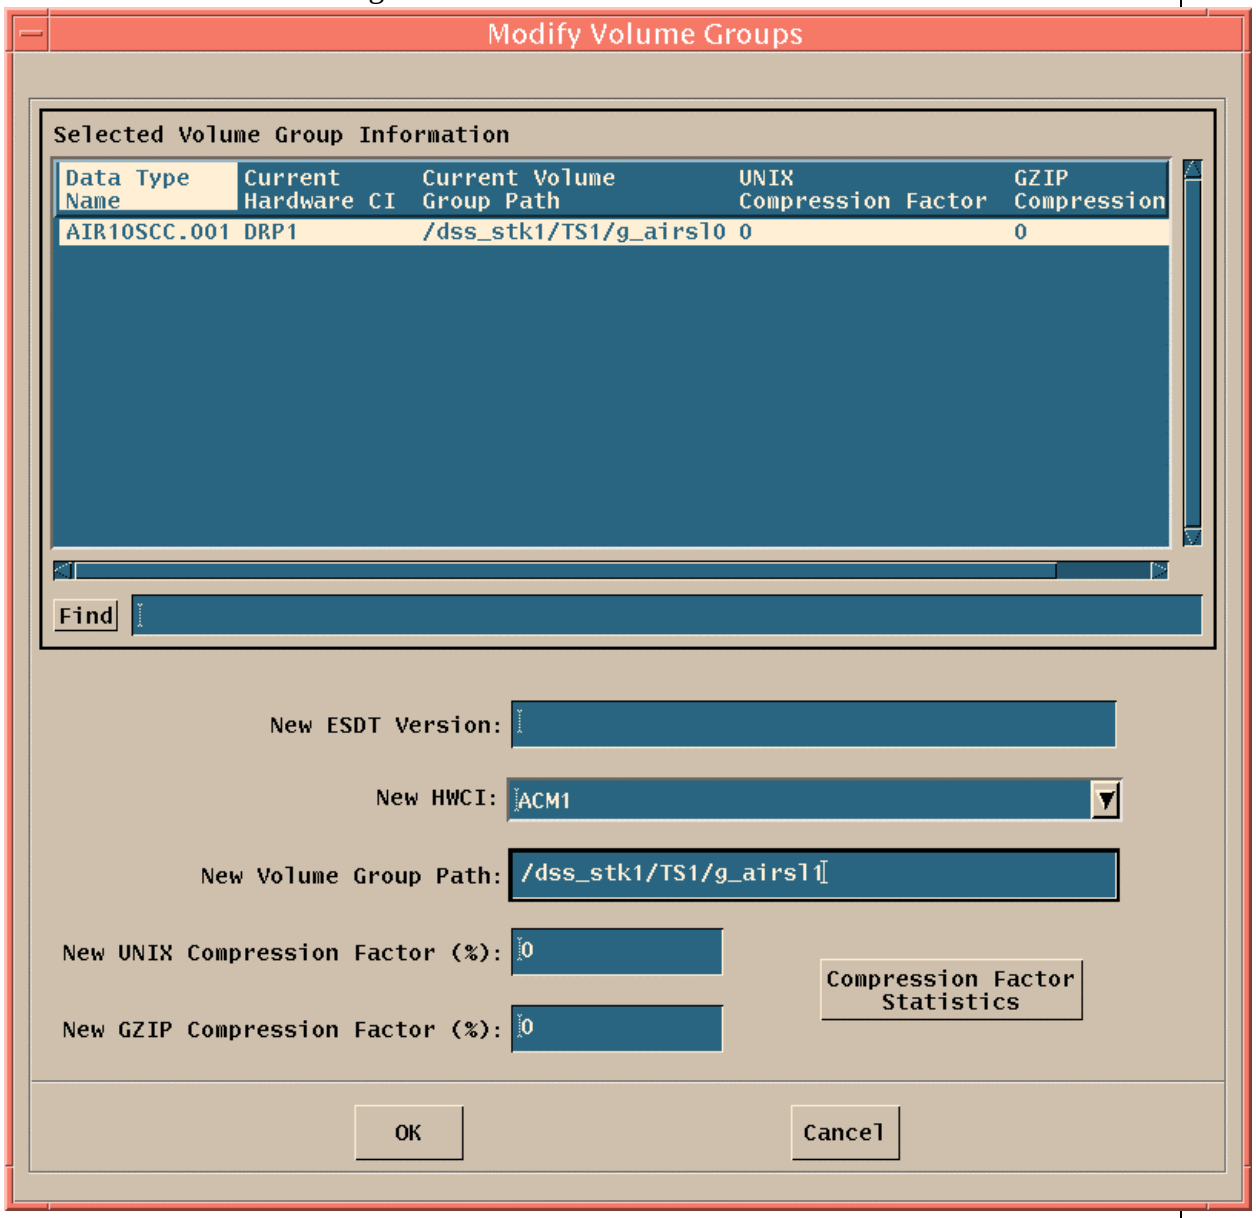

Figure 28. Modify Volume Groups GUI with entries
- A view of the Modify Volume Groups GUI with user entries made is illustrated with figure 28.